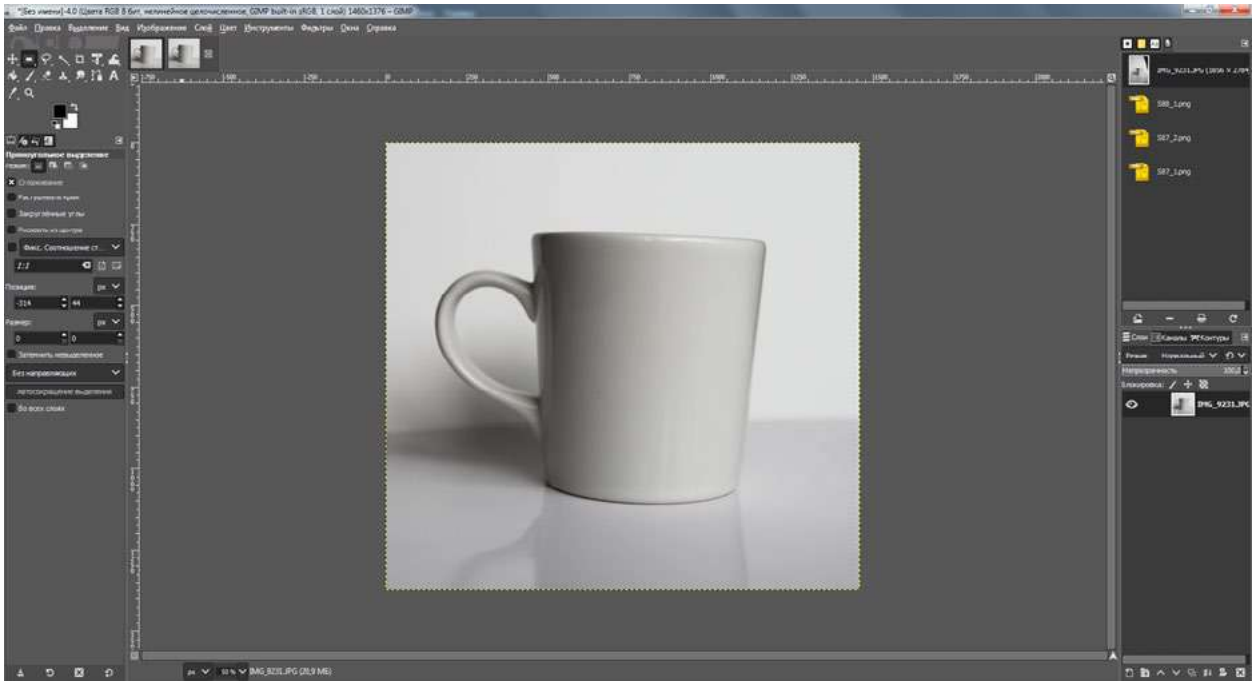

Рис. 2
3.6.4. Применить операцию кадрирования. В результате незначимые части изображения будут удалены (рис. 2).